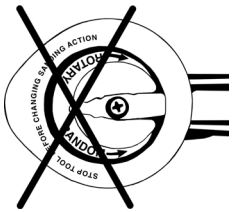

Figura 1
- **MAI utilizzare l'utensile con il selettore a metà tra la posizione "Rotoorbitale" e quella "Rotativa" (vedere la figura 1)**